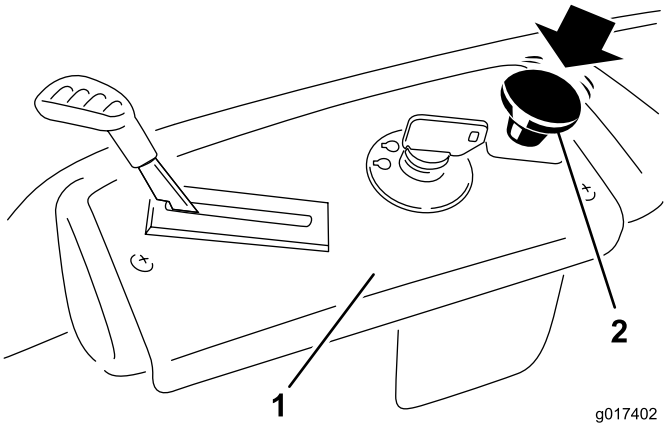

Figuur 11
2. Schakel de maaimessen uit door de aftakasschakelaar op UIT te zetten (Figuur 11).